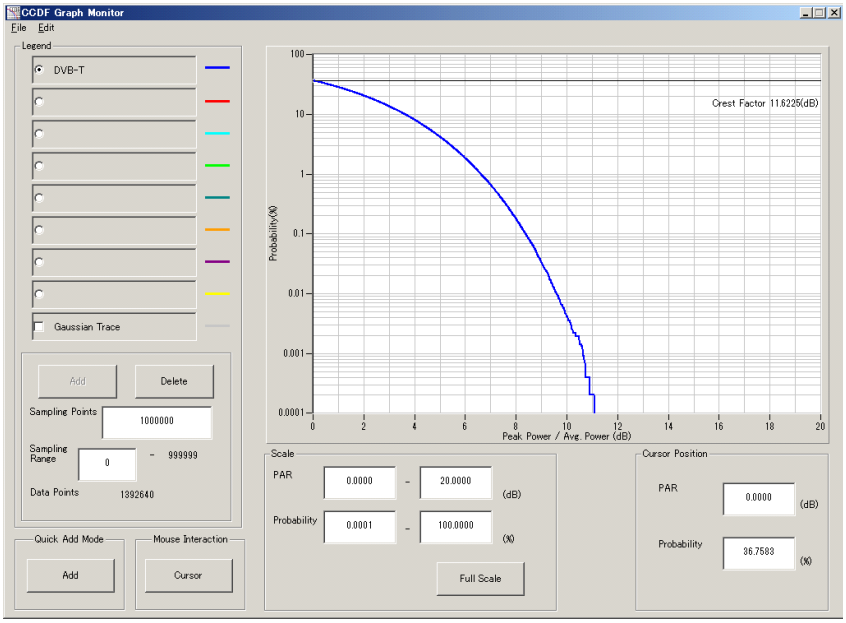

Figure 3.1.8-1 CCDF Graph Monitor window
2. Select **[CCDF]** from the **[Simulation]** menu or click the tool button. The CCDF Graph Monitor window shown in Figure 3.1.8-1 is displayed with the trace of the generated waveform pattern.